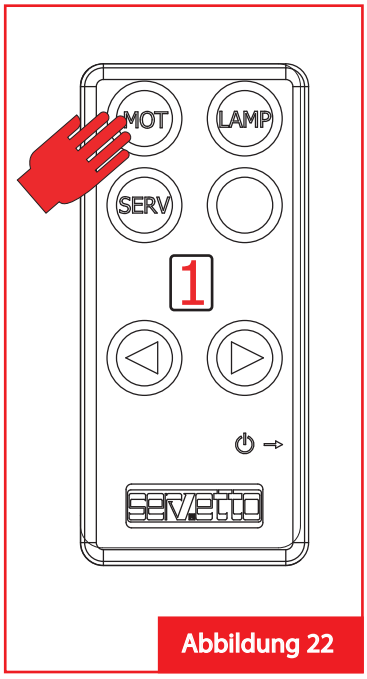

Abbildung 22
5. Drücken Sie einmal die Taste "MOT" auf der Fernbedienung (Abbildung 22). Durch diese Bedienungshinweise,der Motor des MOTION die Steuerung der Taste "MOT" bezügliche Nummer vom gewünschten Raum als Öffnung/Schließung-Steuerung erwirbt.